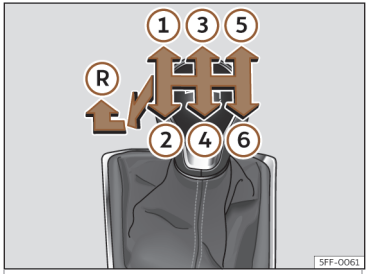

Abb. 144 Schaltschema eines 6-Gang-Schaltgetriebes.
Auf dem Schalthebel sind die Positionen der einzelnen Fahrgänge dargestellt ››› **Abb. 144**.
- Schalthebel in die Neutralstellung bringen und nach unten drücken. Schalthebel ganz nach links und dann nach vorn in die Rückwärtsgangposition schieben››› **Abb. 144** Ⓡ.